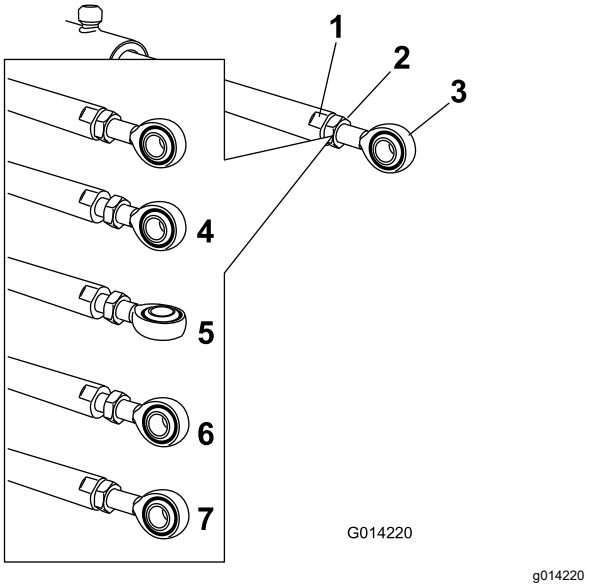

Figur 65
5. Brug en skruenøgle på de flade sider af aktuatorstangen for at immobilisere den, og løsn derefter kontramøtrikken, så øjestangen kan justeres (Figur 65).
6. Drej øjestangen i aktuatorstangen, så den forlængede aktuator forkortes eller forlænges til den ønskede position (Figur 65).